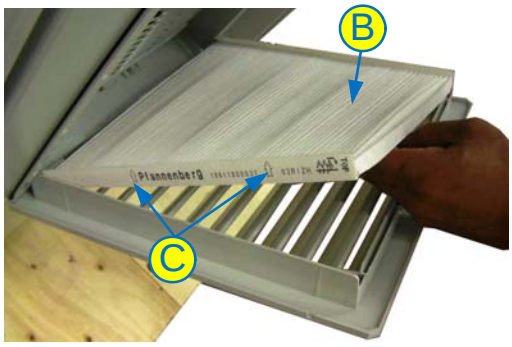

Figure 10-30: Accessing the Air Filter
Step 5. Making sure that the arrows **(C)** on the side of the filter are pointing as shown in **Figure 10-30**, insert the clean filter in the grill and replace the grill into the cabinet's panel.
Step 3. Making sure that the arrows **(C)** on the side of the filter are pointing as shown in **Figure 10-30**, insert the clean filter in the grill and replace the grill into the cabinet's panel.